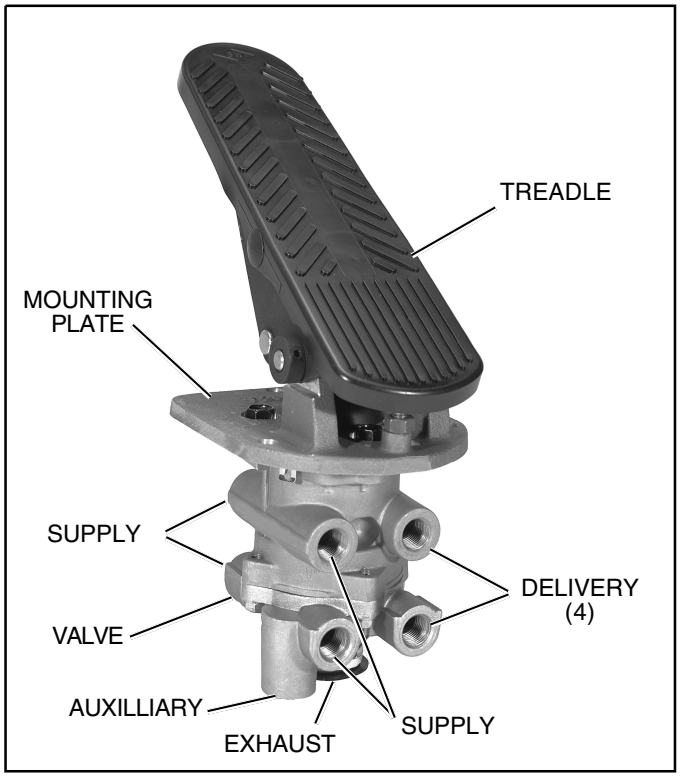
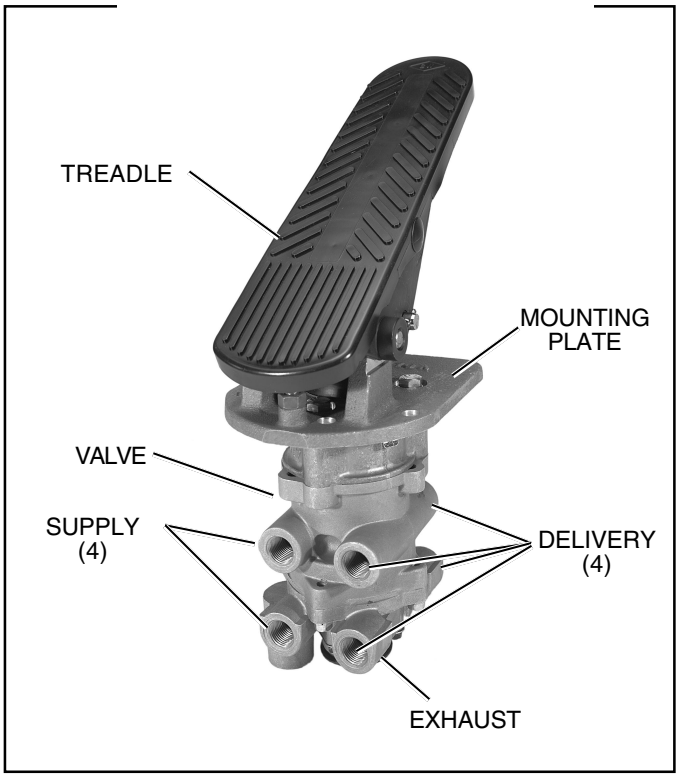

*FIGURE 1 - **E-8P***
*FIGURE 2 - **E-10P***
The E-8P (Figure 1) and E-10P (Figure 2) Dual Brake Valves are floor mounted, treadle operated type brake valves with two separate supply and delivery circuits for service (primary and secondary) braking, which provides the driver with a graduated control for applying and releasing the vehicle brakes.
The E-10P Dual Brake Valve (Figure 2) is similar to the E-8P Dual Brake Valve except that a metal coil spring (5) housed in an upper body assembly replaces the rubber spring (27) used in the E-8P valve. The use of a metal coil spring (and the upper body assembly) provides greater treadle travel and, therefore, provides the driver with a less sensitive "feel" when making a brake application. The E-10P Dual Brake Valve is generally used on busses, where smooth brake applications contribute to passenger comfort.